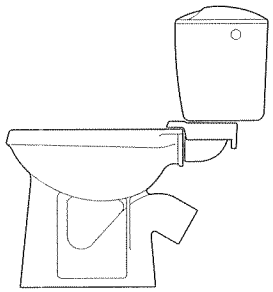

Рис.1
-ун. тарельчатый с косым выпуском без цельноотлитой полочки (рис. 1),